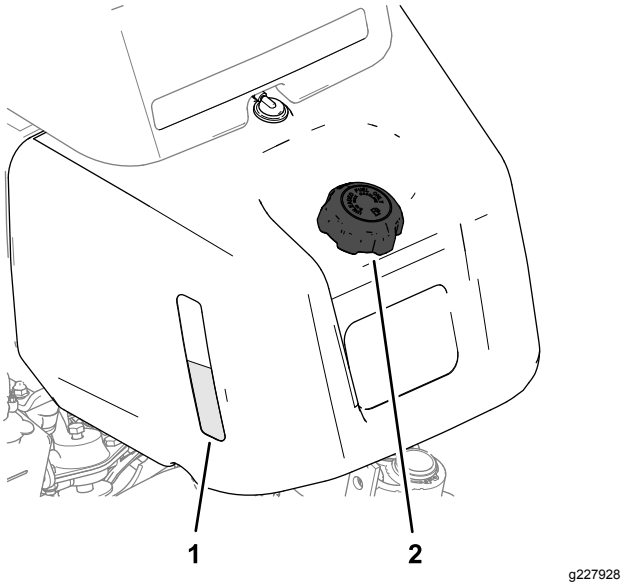
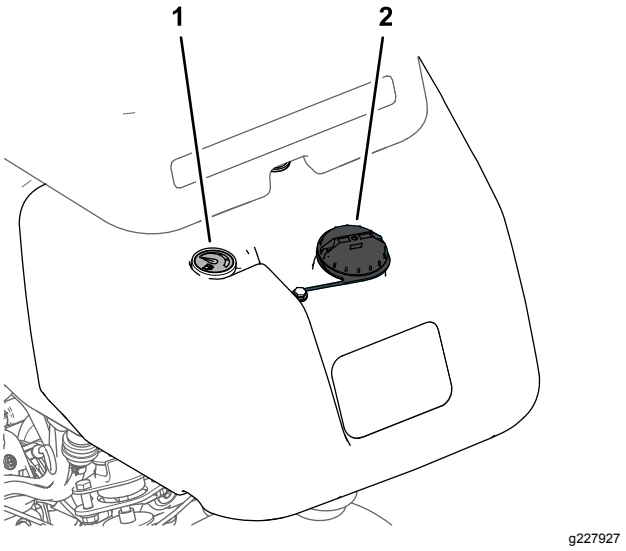

Figur 24
Figur 25
1. Rengør området omkring brændstofdækslet, og afmonter det (Figur 24 eller Figur 25).